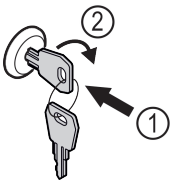

Fig. 73 Reprezentare exemplificatoare
▶ Introduceți cheia prin apăsare *Fig. 73 (1)*.
▶ Rotiți cheia cu 90° în sensul acelor de ceasornic *Fig. 73 (2)*.